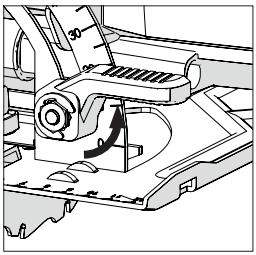

Рис. 13
- Потяните рычаг регулирования вверх и снимите блокировку устройства регулировки угла наклона в передней части устройства. **(Рис. 13)**